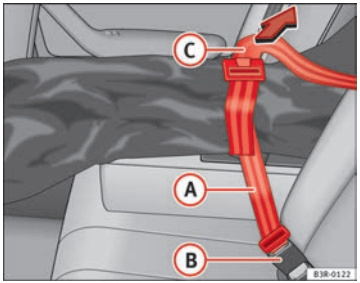

Abb. 116 Sicherung des Durchladesackes am mittleren Gurtschloss der Rücksitzbank ▶
– Den Sicherungsgurt (A) ⇒ Abb. 116 des Sackes in das mittlere Gurtschloss (B) stecken.
– Ziehen Sie den Sicherungsgurt am freien Gurtende (C) straff.